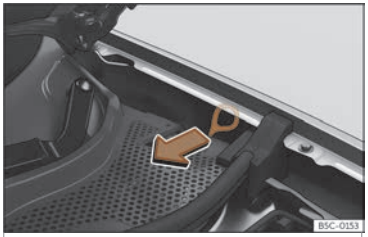

Fig. 197 Entre a á esquerda e a bisagra do capó do motor:Empuñadura para o desbloqueo manual de emerxencia do conector de carga.
O tirador para o desbloqueo manual de emerxencia atópase no lado esquerdo do habitáculo dianteiro, por encima da toma de carga››› **fig. 197**.
- Tire do tirador››› **fig. 197**.